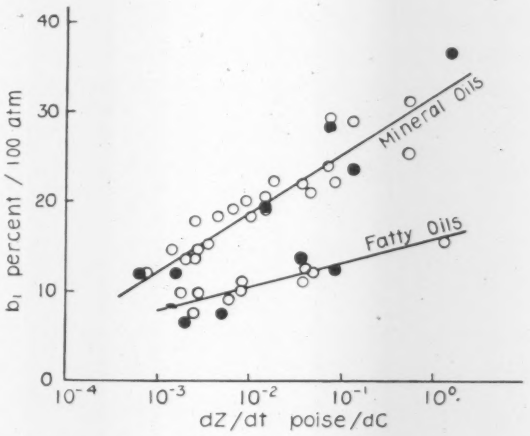

FIG. 6 KIESSKALT'S CORRELATION OF PRESSURE AND TEMPERATURE EFFECTS
cosity groups. A representative oil was taken from the middle of each group, and the values recorded in Table 3 at 100 and 210 F. A comparison of the b_1 values in Table 3, ranging from 0.38 down to 0.20 per cent per atm in Groups 2 to 7, with the b_1 values for the corresponding viscosities in Table 2 ranging from 0.18 to 0.10 per cent per atm, shows that the effect of pressure is about twice as great on petroleum oils as on fatty oils. This relationship is confirmed by Fig. 6.
In the meantime useful applications can be made by graphical and mathematical methods. A study is now in progress of the various correlation attempts that have been described. One of the most rational, though probably oversimplified, is that of Kiesskalt (17), illustrated in Fig. 6. Such correlations aim to predict the effects of pressure variation from a knowledge of the properties of an oil at atmospheric pressure.